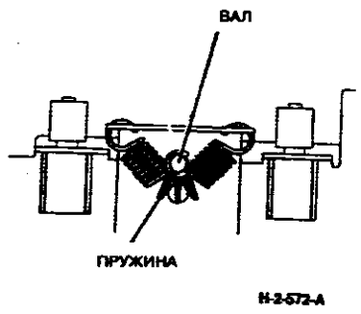

**Рисунок 5. Установка пружины (сверху и снизу одинаково)**
2. (Рисунок 5) Проверьте правильность установки пружин.